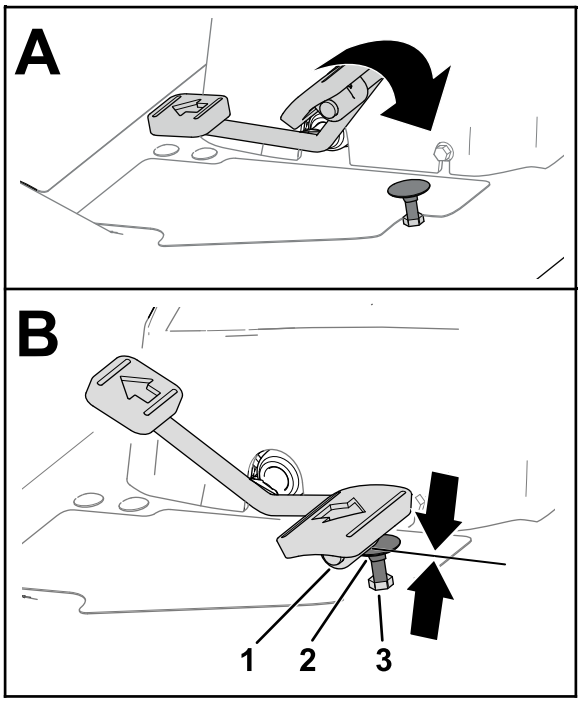
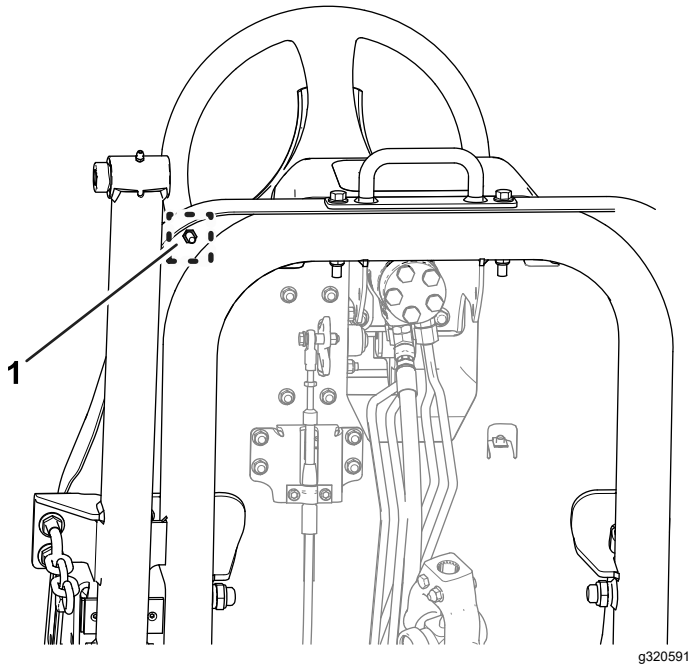

**Bild 77**
**Bild 78**
1. Drücken Sie das Fahrpedal ganz durch (Bild 77).
A. Halten Sie den Fahrpedalanschlag (Bild 77) mit einem Schraubenschlüssel fest.
B. Lösen Sie die Klemmmutter an der Unterseite der Fußplattform-Platte (Bild 78).
C. Bewegen Sie das Fahrpedal in die Vollgas-Stellung (Bild 77).
D. Den Fahrpedalanschlag festhalten, die Klemmmutter oberhalb der Fußplattform-Platte (Bild 77) einstellen, bis das Fahrpedal den Anschlag berührt.
F. Halten Sie den Fahrpedalanschlag fest und ziehen Sie die Klemmmutter an der Unterseite der Fußplattform-Platte (Bild 77 und Bild 78) auf 37-45 N·m an.